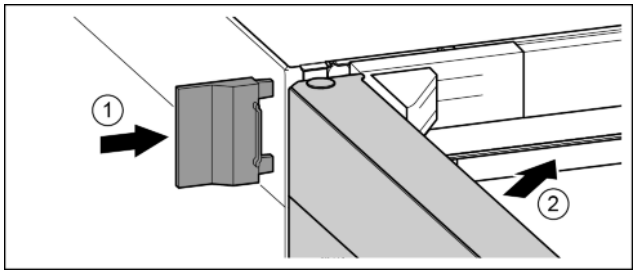

Fig. 19
- ▶ Slide on the external cover. *Fig. 19 (1)*
- ▶ Close the upper door. *Fig. 19 (2)*